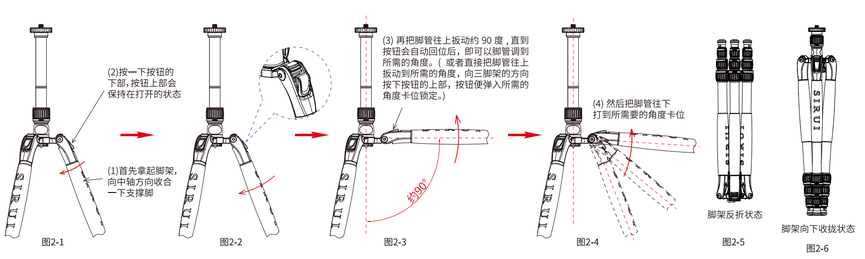

图2-1 图2-2 图2-3 图2-4 图2-5 图2-6
2. 三脚架可调三种角度，分别约为22°、52°、82°；当按下按钮，把脚管抬到约90°，按钮可自动回位锁定角度；脚架可竖直收合和反折收合（如图2-1~图2-4所示）；